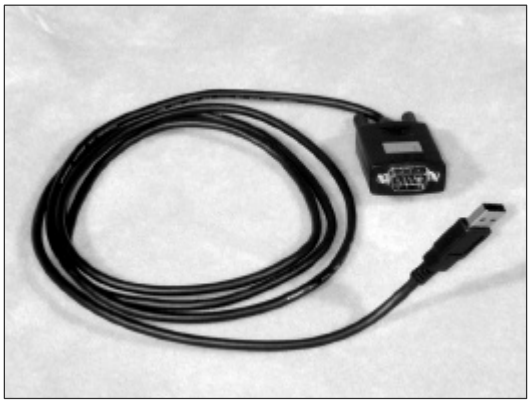

Fig. B.4.2a. USB to RS232 Converter Cable
B.4.2 USB to RS232 Converter Cable, Model U232-P9 (Fig. B.4.2a)